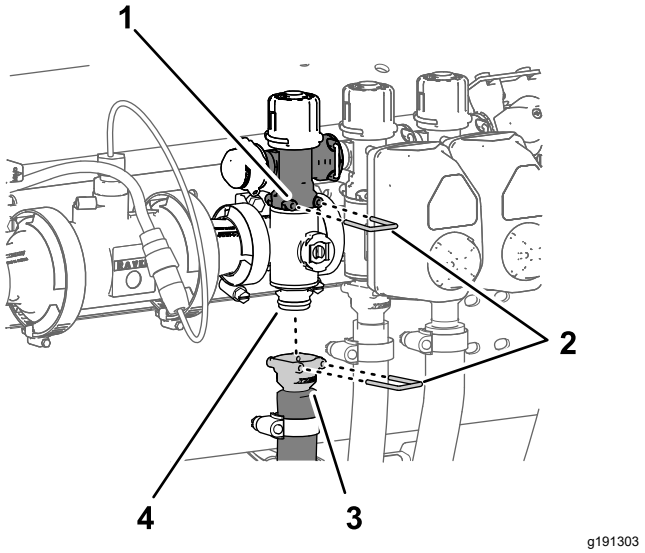

Figuur 120
1. Verwijder de snelkoppelingspen waarmee de snelkoppeling voor de spuitboomomloopklep bevestigd is aan de spuitboomverdelerklep (Figuur 120).
2. Verwijder de snelkoppelingspen waarmee de snelkoppeling voor de voedingsslang van de spuitboom bevestigd is aan de verdeler voor de snelkoppelfitting van de spuitboomverdelerklep (Figuur 120).